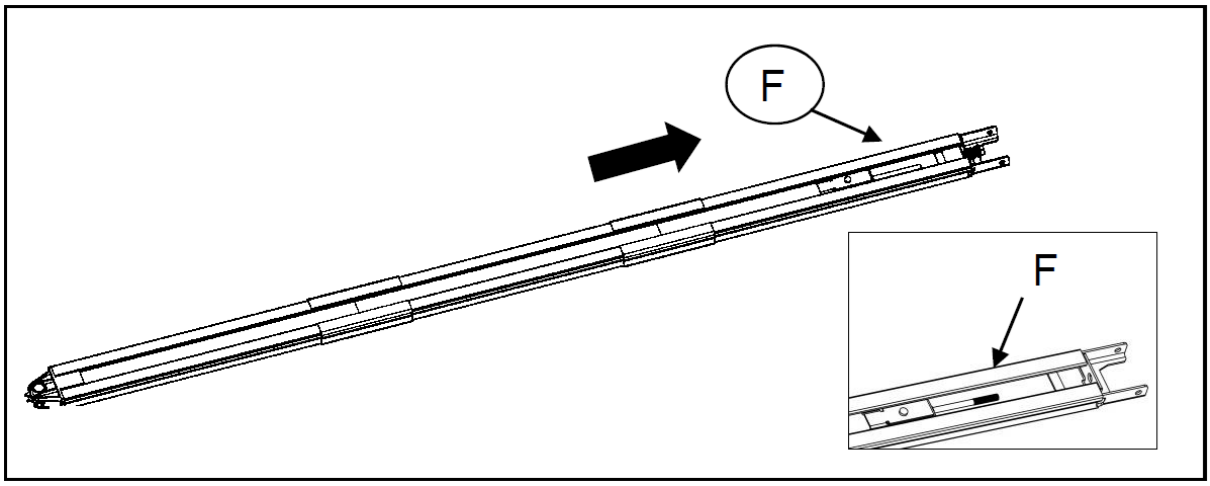

Figur 8
2. Klipp av plastgjengene; trekk skruestangen sammen med den indre kjeden til endeskinneposisjonen (figur 8)